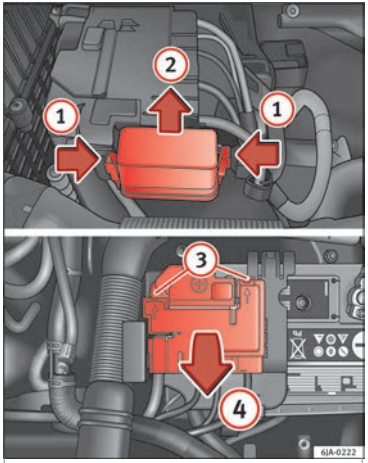

Fig. 140 Battery: fuse cover (version 1).
- Press the flexible tabs on the fuse box cover in the direction indicated by the arrows (1) ››› Fig. 140.
- Remove the cover by sliding it in the direction indicated by arrow (2).
- Use a flat-headed screwdriver to unlock the holes (3).
- Open the cover in the direction indicated by the arrow (4).